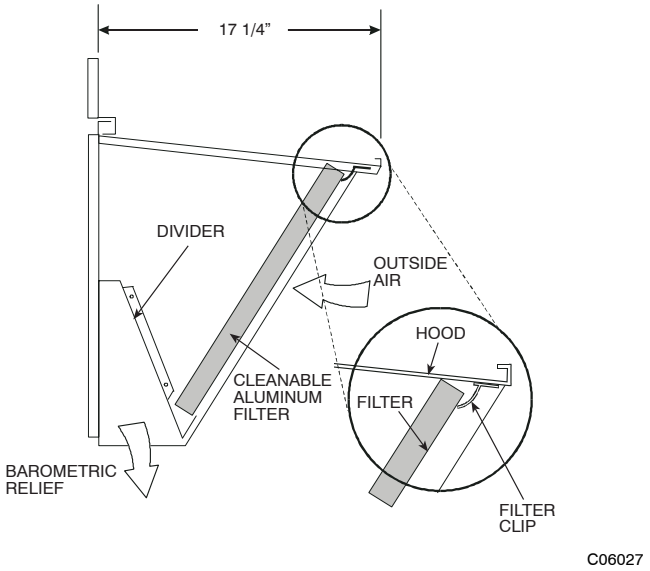

Fig. 12 - Economizer Hood Filter Installation
5. Open the filter clips which are located underneath the hood top. Insert the aluminum filter into the bottom filter rack (hood divider). Push the filter into position past the open filter clips. Close the filter clips to lock the filter into place. See Fig. 12.
To use the bottom drain connection for a roof curb installation, relocate the factory-installed red plug from the bottom connection to the side connection. The center drain plug looks like a star connection, however it can be removed with a 1/2-in. square socket drive extension. See Fig. 12. The piping for the condensate drain and external trap can be completed after the unit is in place. See Fig. 13.